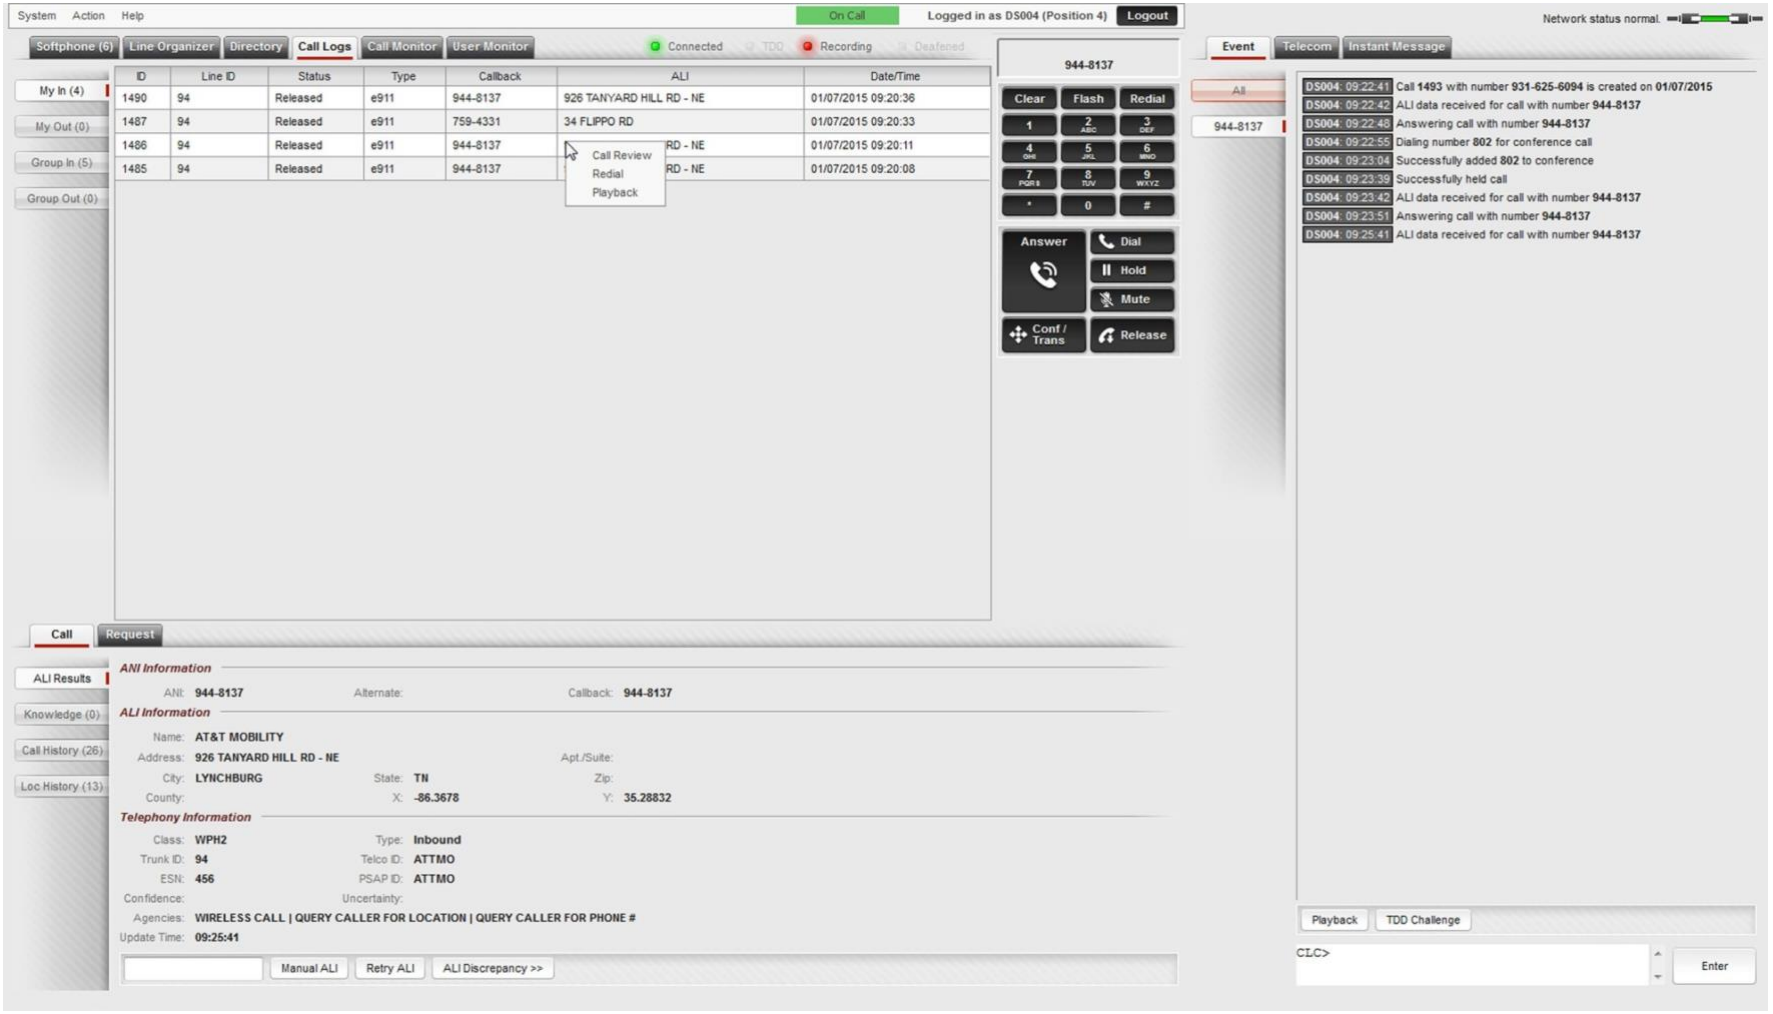

Figure 2-8: CallStation Call Logs – Call Review Options
- **Call Logs** - The Call Logs display detailed information on the inbound and outbound call history of the last twelve or twenty four hours, depending on system configuration. Call may be filtered by workstation user or Dispatch Group of which the user is a member. Call history information includes call ID, line ID, call status, call type (e.g. e911, e7digit, administrative, etc.), ANI provided callback number, ALI information, and the date and time at which the call came in. Right-clicking on a call in the Call Logs provides options to Review, Redial, and Playback. Figure 2-8 displays the CallStation Call Logs.